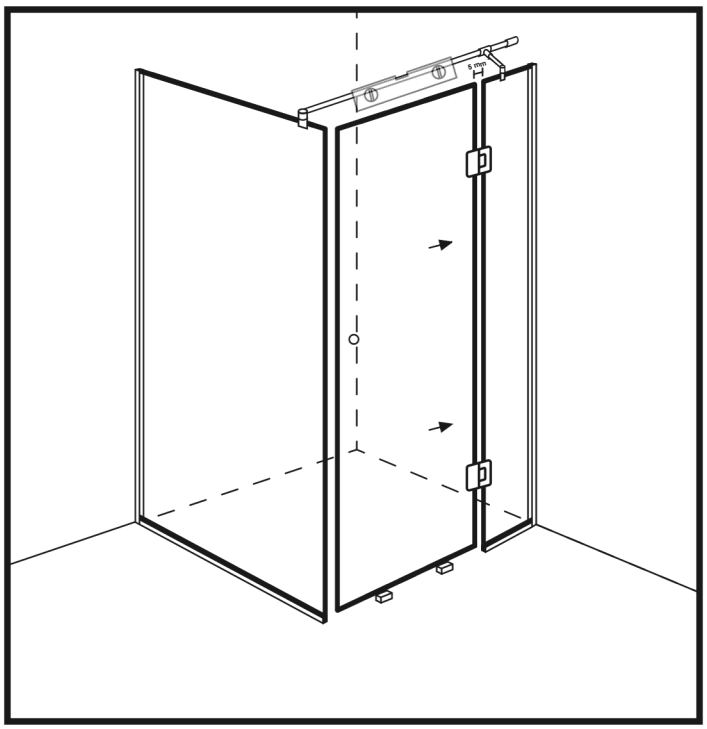

Abbildung 12
34. Legen Sie Holzblöcke auf den Boden (max. Dicke 1 cm), wo Sie das Türglas abstützen können. (Abbildung 12)